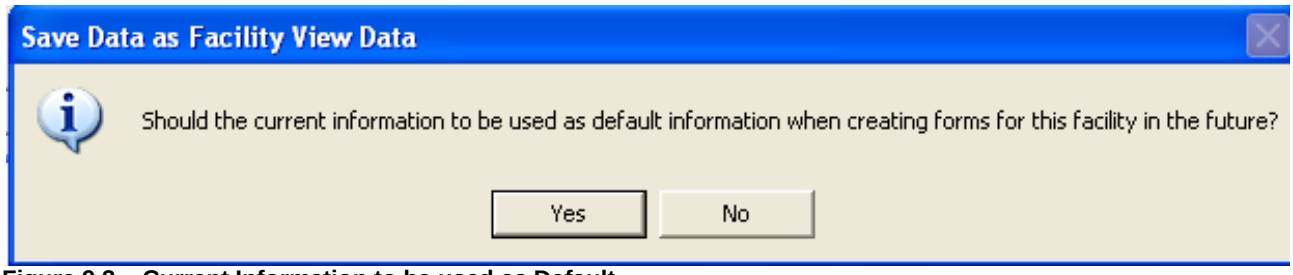

Figure 9.3 – Current Information to be used as Default
2. Update **Form 1.0** with any new information regarding contacts, addresses, and other information that is not updated through Site Management screens.[6] Save any changes by either clicking on the top left or by clicking **File** and choosing "**Save**." When saving, if asked to use this information as default information when creating future forms, click **YES** (see Figure 9.3).